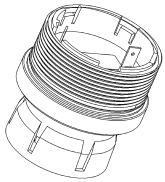

Рис. 51 Датчик и защитная крышка модели общего применения в сборе
(1) Нет необходимости открывать корпус самого прибора; просто открутите датчик в сборе от верхней части корпуса газоанализатора серии ULTIMA X [→ Рис. 51].